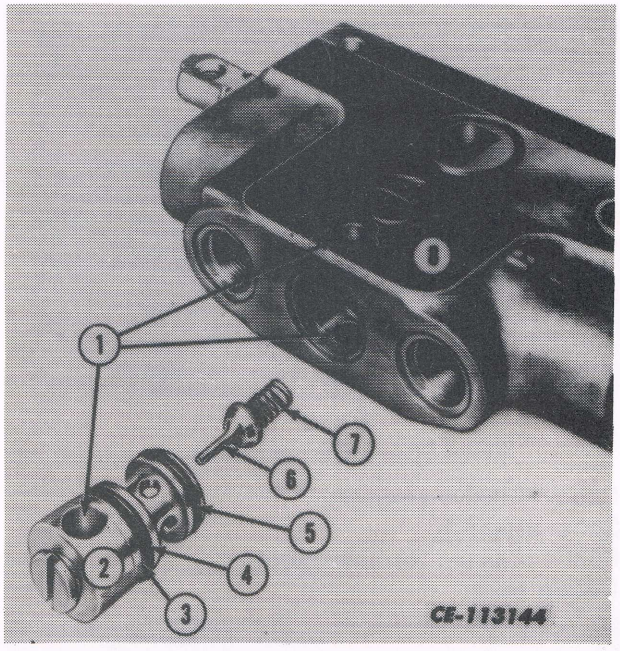

Fig. 7
IMPORTANT: *The back-up washer (3) must face toward the outside of each port. See Fig. 7.*
6. Install the check poppet assembly with new "O" rings and a new back-up washer. Use petroleum jelly to hold the assembly together during installation and turn the retainer seat (2) to align the bolt hole (1) in the valve body (8). See Fig. 7.